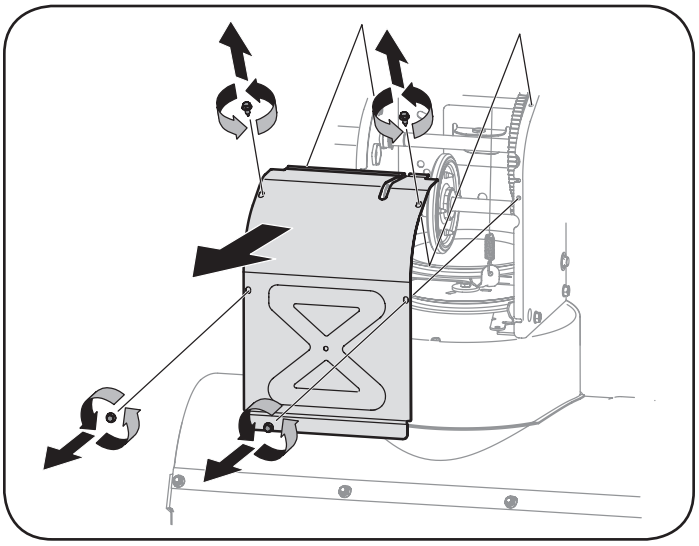

Figura 69
5. Saque la cubierta del marco desde debajo de la máquina quitanieve retirando los cuatro tornillos autorroscantes que la aseguran. Vea la Figura 69.